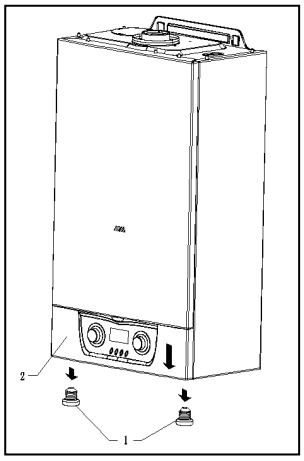

Рис. 17
- отвинтить 2 болта в нижней части панели управления (поз.1 рис. 17);
- потянуть панель управления вниз, чтобы обнажить зажимные винты фиксации поверхности оболочки (2 на рис.17);